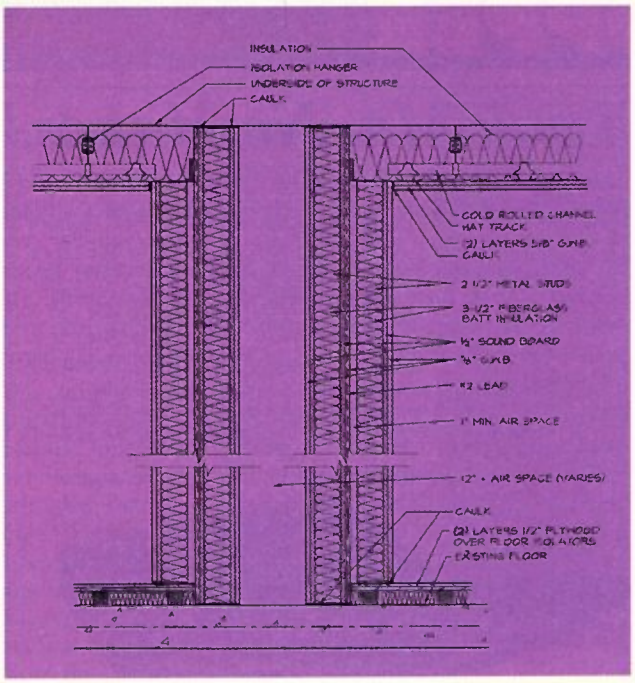

FIGURE 4: Partition detail between Studio East & West — Howard M. Schwartz Studios, New York City.
2. Often the most extreme transmission/quietness requirements are from your studio itself. Fig. 4 shows the partition providing over 75STC between two adjoining studios, which is required for simultaneous operations with two different clients.